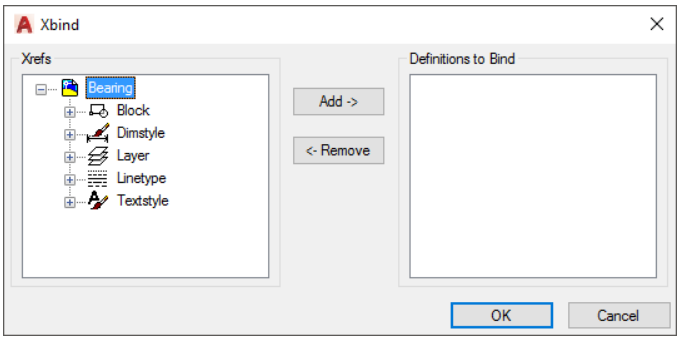

***Figure 18-28*** *The named objects in* ***Xbind*** *dialog box*
5. Now, invoke the **Xbind** tool; the **Xbind** dialog box is displayed. This dialog box has two areas with list boxes. They are **Xrefs** and **Definitions to Bind**. If you want to bind the blocks defined in the xref drawing Bearing, first click on the plus sign adjacent to the xref Bearing; the icons for the named objects in the drawing are displayed in a tree view, refer to Figure 18-28. Click on the plus sign next to the Block icon. AutoCAD lists the blocks defined in the xref drawing (Bearing). Select the block Bearing|SIDE and then choose the **Add** button. The block name will be added to the **Definitions to Bind** list box. Choose the **OK** button to exit the dialog box. AutoCAD will bind the block with the current drawing and a message is displayed at the command prompt: **1 Block(s) bound**. The name of the block will change to Bearing$0$SIDE. You can invoke the **Block Definition** dialog box by choosing the **Create Block** tool in the **Block Definition** panel and check the **Name** drop-down list to see if the block with the name Bearing$0$SIDE has been added to the drawing. If you